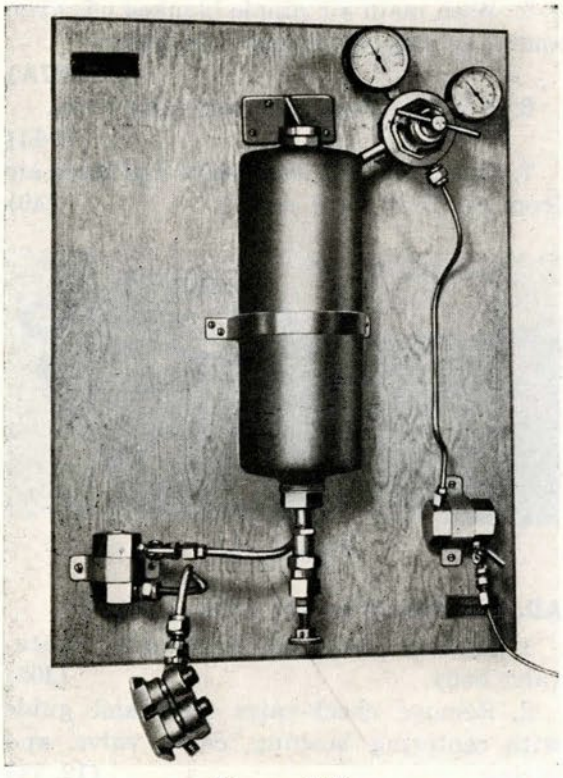

Figure 153
16. Test inboard seats of air check valves as follows (Fig. 153):